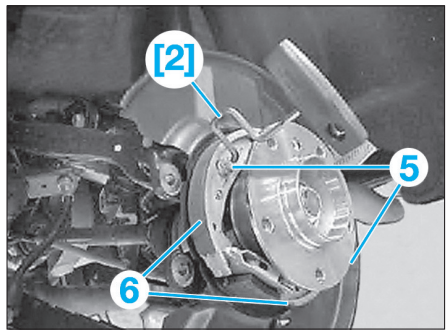

Fig. 25
• Décrocher le ressort de rappel (4).
• Tourner les tiges de maintien (5) de 90° avec l'outil [2] et les déposer **(Fig.25)**.
• Déposer les segments de frein (6).